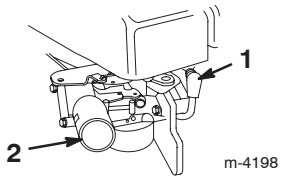

Figure 10
1. Connect the wire to spark plug (Fig. 10).
2. Disconnect the wire from the spark plug (Fig. 10).